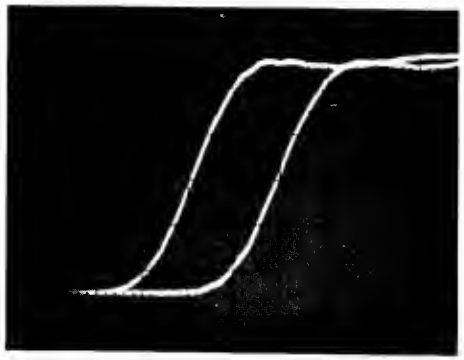

Figure 9. Transition Time Measurement
12. Adjust time-interval STOP 18 to place 90% point on same vertical graticule line. (See figure 9.)